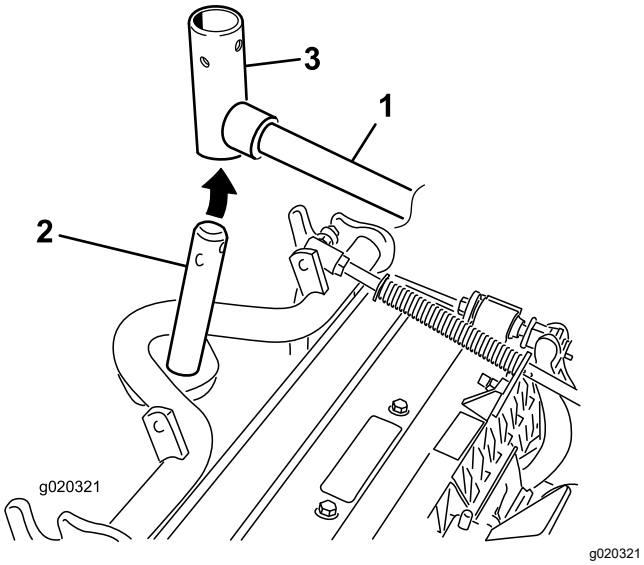

Figur 7
8. Hvad angår de forreste klippeenheder, skubbes en klippeenhed ind under løftearmen, mens bærerammeakslen sættes op i løftearmens drejegaffel (Figur 7).
B. Sæt løftearmsgaflen på bærerammens aksel (Figur 7).